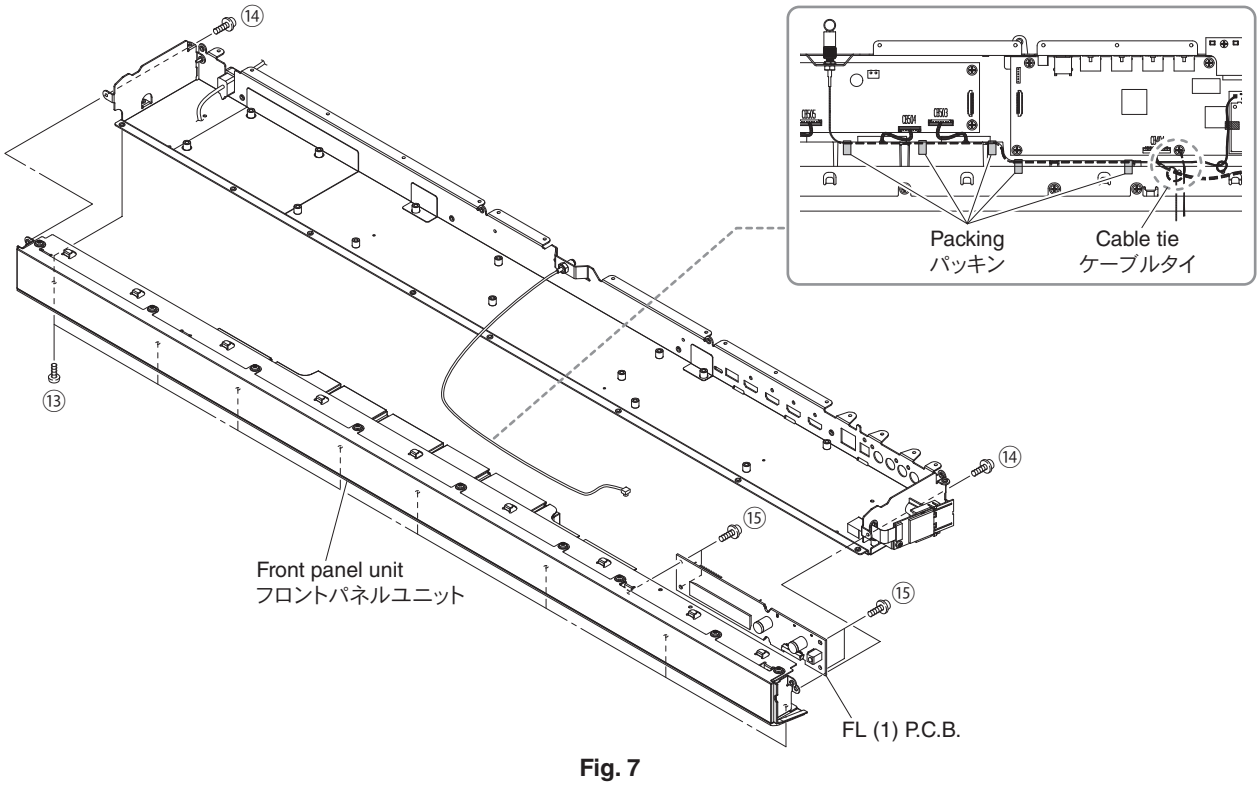

Fig. 7
10. Removal of Front Panel Unit (Fig. 7)
a. Remove 8 screws (⑬) and 2 screws (⑭).
10. フロントパネルユニットの外し方（Fig. 7）
a. ⑬ のネジ 8 本、⑭ のネジ 2 本を外します。
11. Removal of FL (1) P.C.B. (Fig. 7)
a. Remove 4 screws (⑮).
b. Remove the FL (1) P.C.B.
11. FL（1）P.C.B. の外し方（Fig. 7）
a. ⑮ のネジ 4 本を外します。